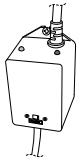

FIGURE 8
20. Once power is activated you can check the ballast (12), Figure 8, to see if the ClearRay System is functioning. It has two LED indicator lights, the green indicating incoming power flow and the red indicating the system is properly working.